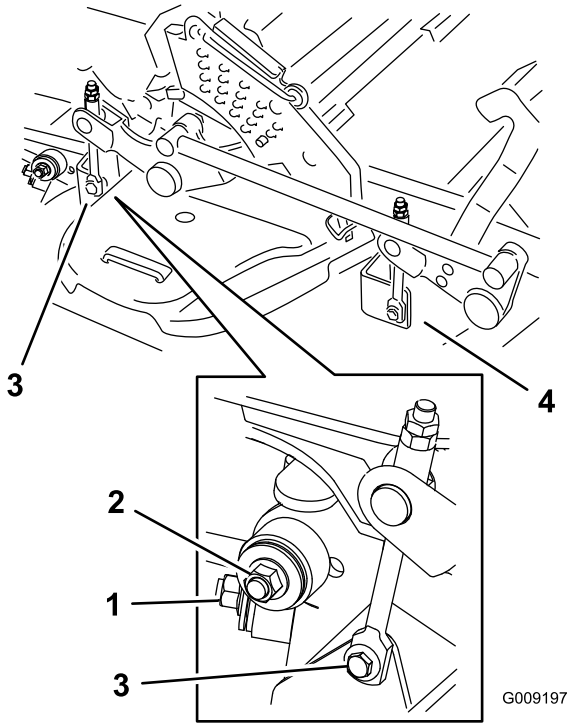

Figur 99
8. Ta bort och håll reda på beslagen på däckets båda sidor enligt Figur 99.